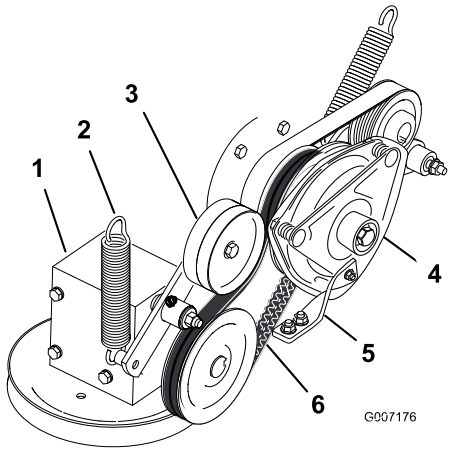

Figuur 61
4. Haal de veer van de arm van de spanpoelie (Figuur 61).
7. Leg de nieuwe drijfriem om de koppelingspoelie en de poelie van de tandwielkast (Figuur 61).
9. Monteer de veer op de arm van de spanpoelie (Figuur 61).